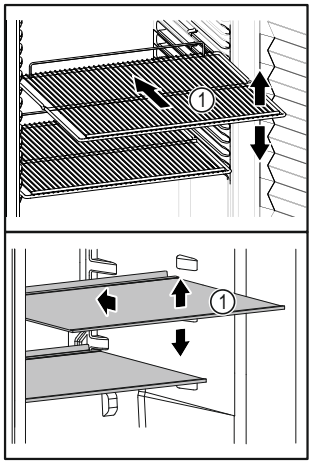

Fig. 5 Reprezentare exemplificativă
❑ Dacă polițele *Fig. 5 (1)* pot fi mutate, adaptați-le în funcție de înălțime.